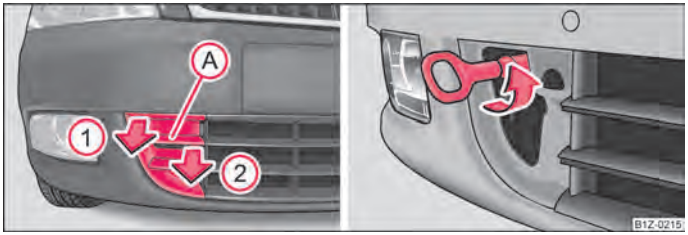
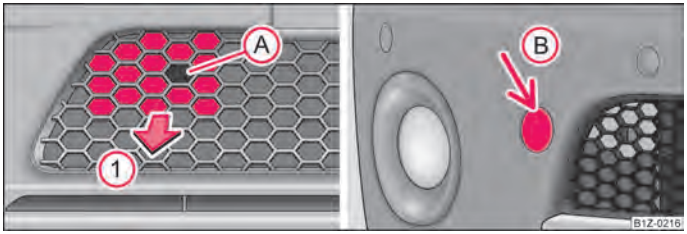

Fig. 173 Front bumper: protective grille/installing the towing eye
Fig. 174 Front bumper Octavia RS: Protective grille/Octavia Scout: Cover
– Guide the fingers into the opening Ⓐ ⇒ fig. 173.
– By pulling in the direction of arrow ①, first of all slacken the cover in the upper area on the side to the fog lights.
– Afterwards, also slacken the cover on the other side in the direction of arrow ② and remove it.
– Screw in the towing eye by hand to the left up to the stop ⇒ fig. 173 - right and tighten. For tightening, we recommend that you use for example the wheel wrench, the lashing eye of another vehicle or a similar object which you can push through the eye.
– Guide one finger into the opening Ⓐ of the grille ⇒ fig. 174.
– Unlock the cover by pulling it in direction ① and remove it.
– Screw in the towing eye by hand to the left up to the stop ⇒ fig. 173 - right and tighten it as much as possible.
– Screw in the towing eye by hand to the left up to the stop ⇒ fig. 173 - right and tighten it as much as possible. For tightening, we recommend that you use for example the wheel wrench, the lashing eye of another vehicle or a similar object which you can push through the eye.